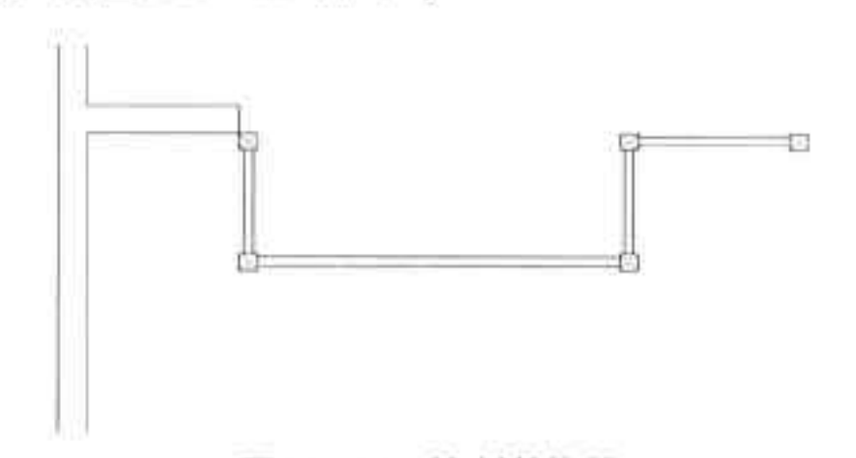

图20-38 绘制装饰线
Step 08 执行“直线”命令，绘制正方形中的饰线，如图 20-38 所示。